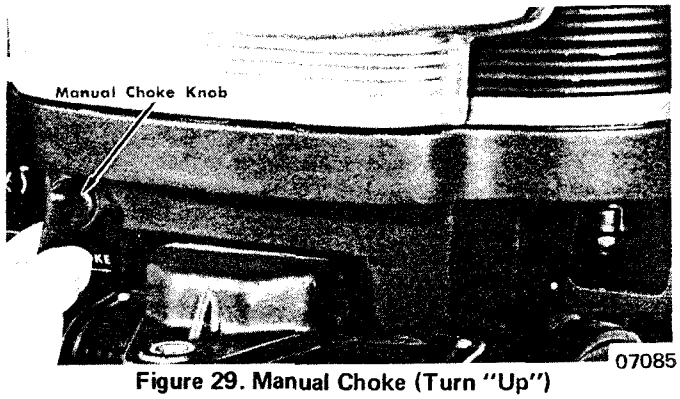

Figure 29. Manual Choke (Turn "Up")
3. If motor is cold, set manual choke in closed position (pull or turn "Up"). (Figure 29) Should motor begin to falter after starting, continue priming until fuel supply in carburetor is built up by running of motor. Avoid use of choke if motor is warm.